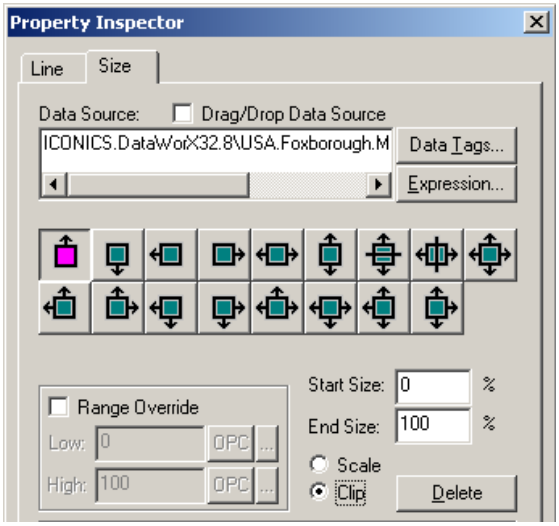

Figure L3.8 - Property Inspector: Size Dynamic
59. Do the same for the second line. Your Digital Selector tab should look similar to Figure L3.8.